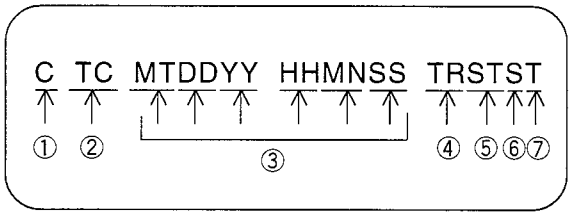

Fig. 4-9 OSD Screen
(2)Datails of display (See Fig.4-9)